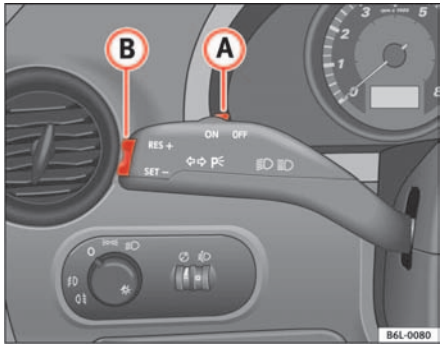

Fig. 98 Turn signal and main beam lever: Switch and rocker switch for CCS
– Push the switch ⇒ fig. 98 (B) to the left to **ON**.